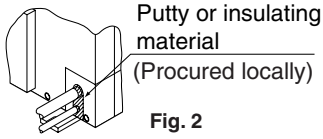

**Fig. 2**
- Plug the pipe through-holes with putty or insulating material (procured locally) to stop up all gaps, as shown in Fig. 2.